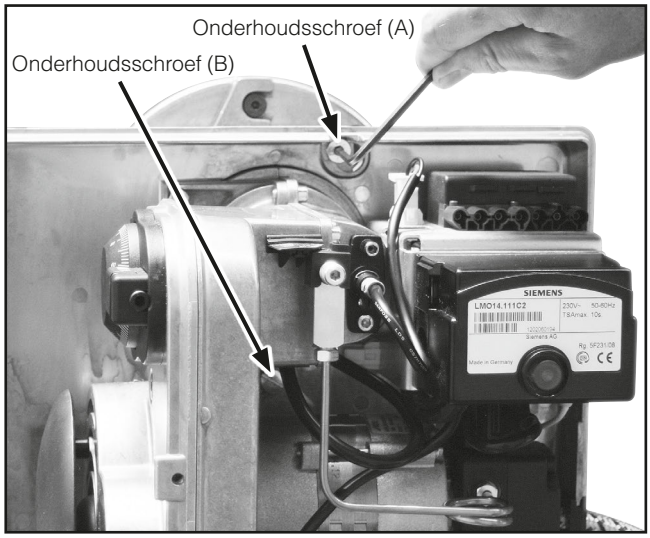

Afbeelding 8
- Schroef **A** 1/2 toer losdraaien met behulp van een 4mm imbussleutel, en schroef **B** lichtjes losmaken met een gewoon (vlak) schroevendraaier, zie afb.8.